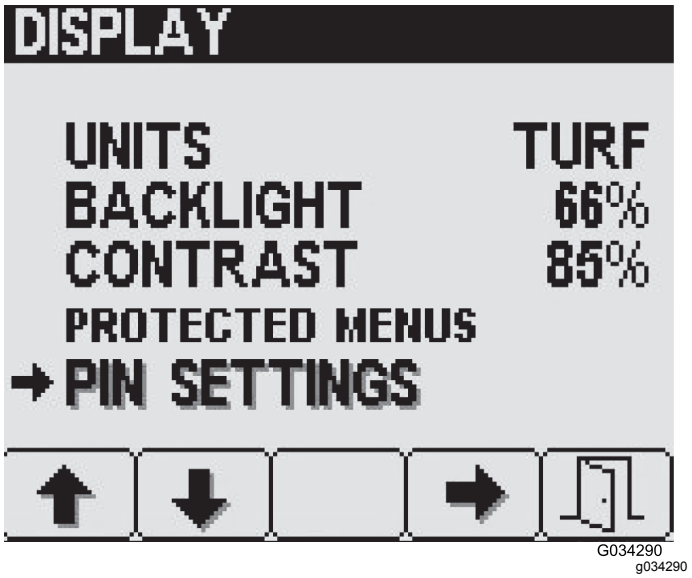

Figur 31
1. På skærmen Display skal du trykke på knap to for at navigere til pinkodeindstillinger og så trykke på knap fire for at vælge pinkodeindstillinger (Figur 31).
1. På skærmen Pinkodeindstillinger skal du trykke på knap to for at navigere til muligheden Skift pinkode og så trykke på knap fire for at vælge Skift pinkode (Figur 31).